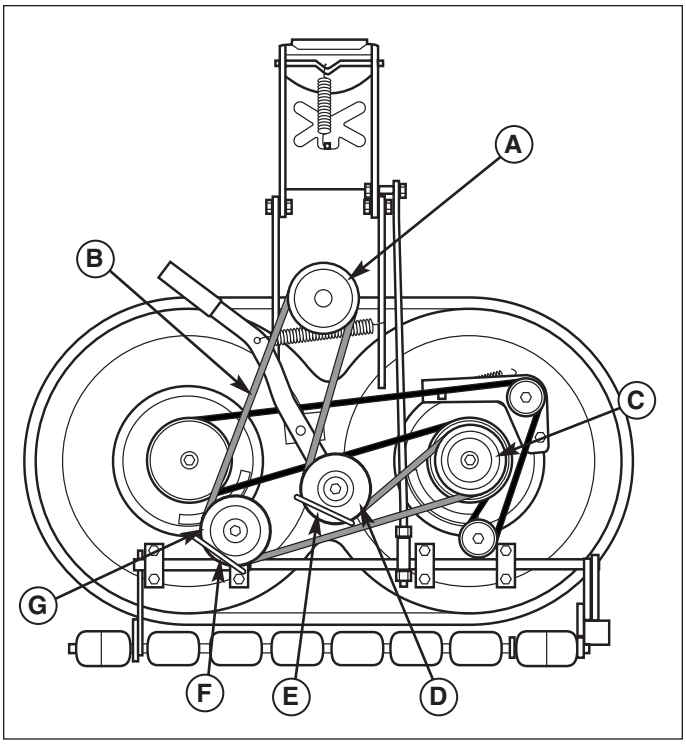

Figure 45. PTO Belt Replacement
3. Note the position of the idler pulley belt guides (E & F, Figure 45) when installed. Loosen the idler pulley capscrews and remove the belt from the idler pulleys (D & G).
4. Install the new belt (B) as shown. When the mower deck is installed on the tractor, the belt wraps around the PTO clutch pulley (A), backside idler pulley (D), mower deck drive pulley (C), and v-idler pulley (G) .